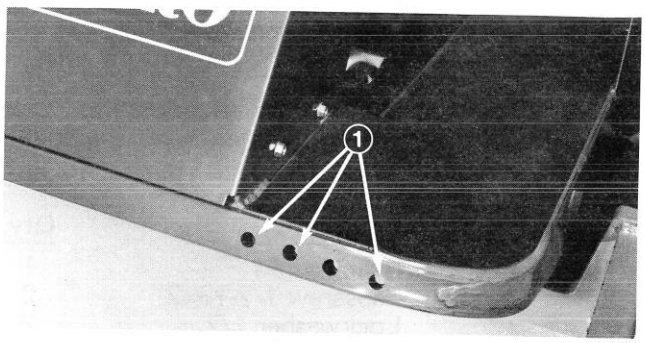

Figure 4
1. When securing mounting bracket and spring bracket to front frame, use (1) outside mounting hole and (2) two inside mounting holes (Fig. 4).